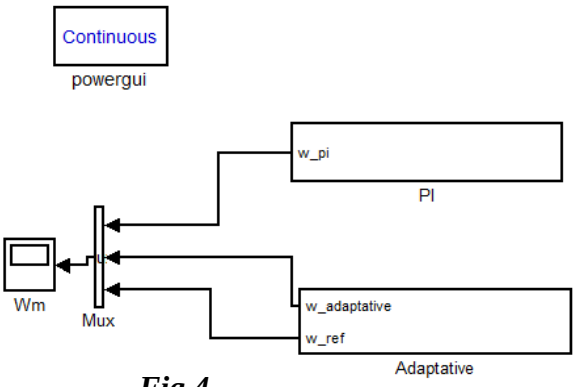

***Fig.4***
- Réaliser le schéma de la **Fig.4**.